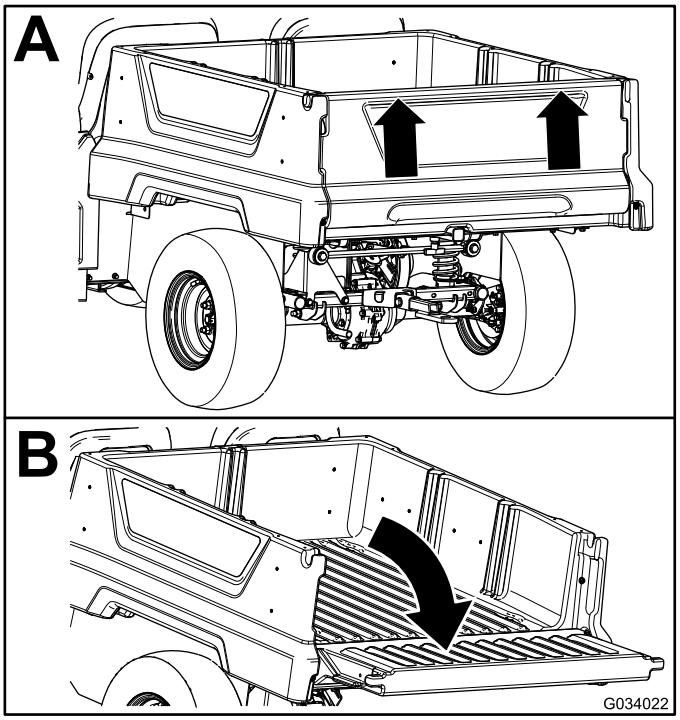

Figur 13
2. Bruk begge hender til å heve baklemmen med kanten nær toppen av baklemmen (Figur 13).
3. Senk baklemmen til den er i samme høyde som bunnen av lasteplan (Figur 13).